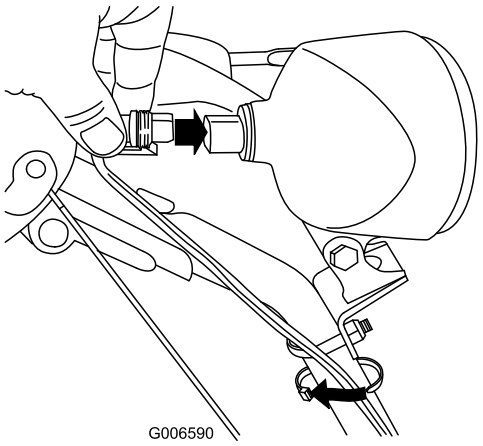

Figuur 57
6. Steek de draadconnector recht in de achterkant van de koplamp tot hij vastzit (Figuur 57).